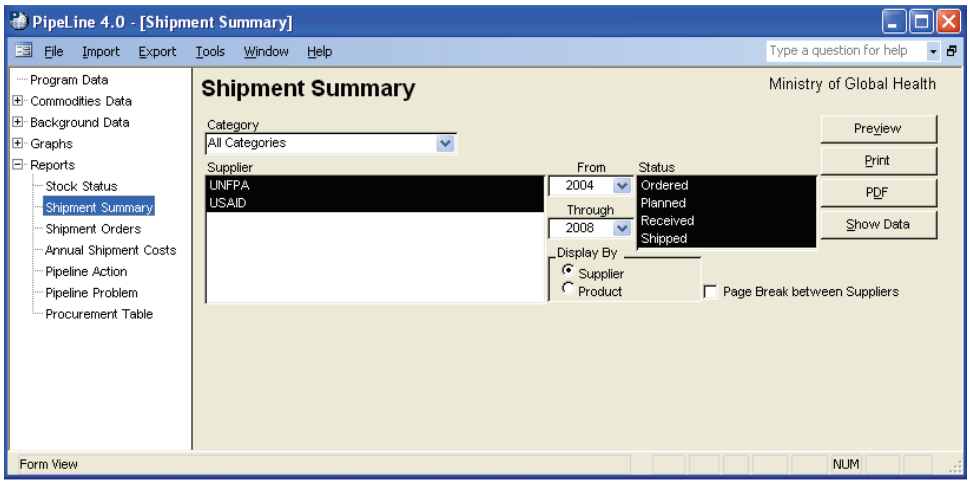

Figure 7-5—Shipment Summary screen
1. Click on the Shipment Summary Tree View option to display the Shipment Summary report screen (see Figure 7-5).